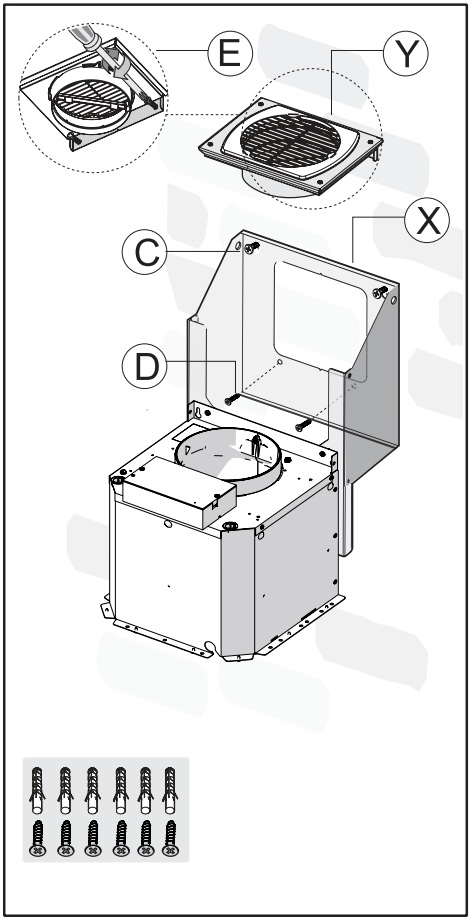

Fig.6
- Fixez les 2 vis C sans serrer à fond et les chevilles expansives **(Fig. 6)**.
- Une fois le réglage effectué, fixez définitivement le groupe moteur X à l'aide des 2 vis D **(Fig.6)**.
- Fixez au mur la bride de l'évacuation de l'air Y à l'aide des 2 vis E **(Fig.6)**.
- Accrochez le groupe moteur X au mur, alignez-le à l'horizontale et vissez les vis C **(Fig. 6)**.